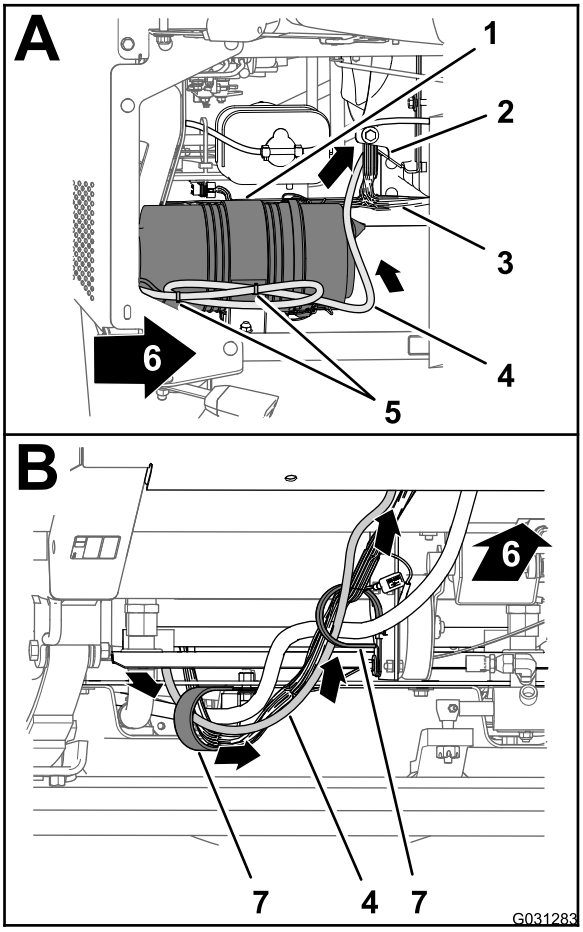

**Figur 166**
1. På højre side af motorrummet føres 220 cm afgreningen af dataledningsnettet fremad i forhold til motorens luftfilter og ned mod det nederste højre hjørne af køleren (Figur 166).
2. Før 220 cm afgreningen af dataledningsnettet fremad og igennem de 2 R-klemmer på undersiden af maskinen (Figur 166).